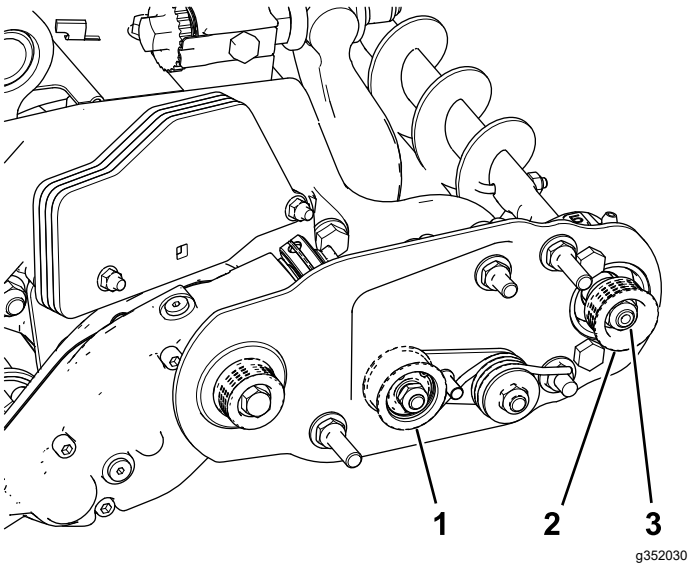
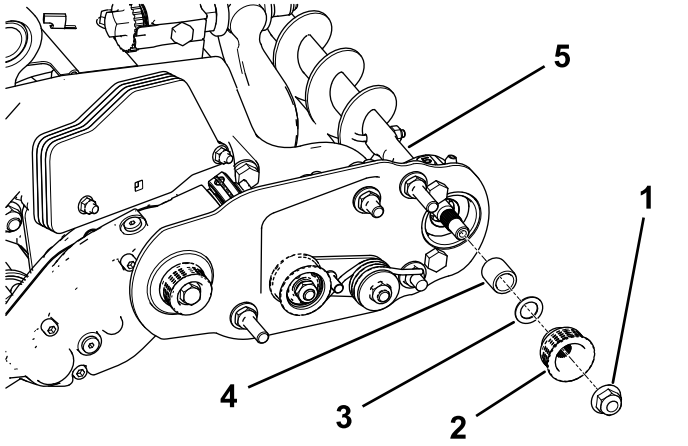

Figura 24
Figura 25
Nota: La polea arrastrada (en el eje del cepillo del rodillo) puede desplazarse hacia dentro y hacia fuera (Figura 24).
2. Mientras gira del molinete, que hará girar a su vez la polea motriz, haga palanca para retirar la correa de la polea motriz (Figura 24).
3. Retire la contratuerca que sujeta la polea arrastrada al eje del cepillo (Figura 24 o Figura 25).
4. Retire la polea arrastrada del eje (Figura 25).
5. Si es necesario desplazar la polea hacia fuera, añada una arandela de 0,8 mm de grosor (Figura 25).